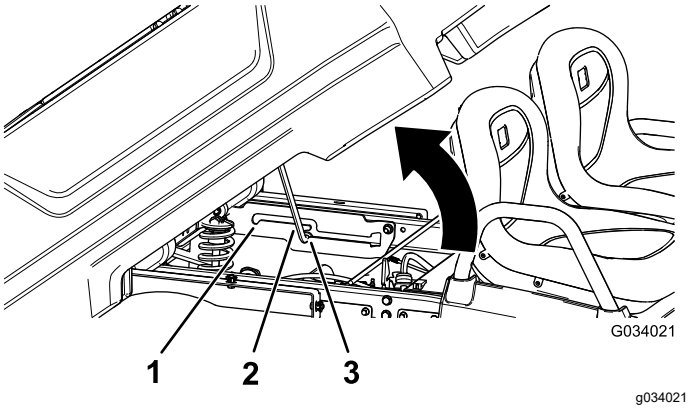

Figuur 16
2. Zet de steunstang in de borgsleuf van de stortstand om de laadbak vast te zetten in de stortstand (Figuur 16).
2. Trek de steunstang in de borgsleuf van de onderhoudsstand om de laadbak vast te zetten voor onderhoud (Figuur 16).
2. Neem de steunstang uit de palopening (Figuur 16).